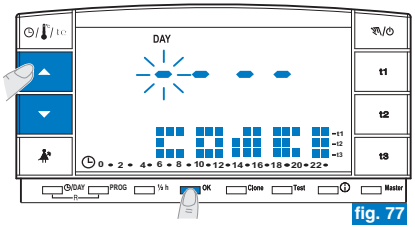
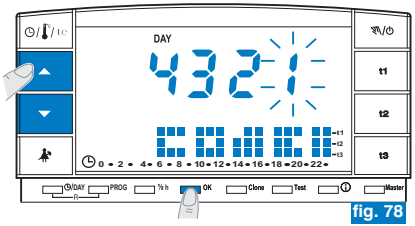

fig. 77
fig. 78
- En el pantalla aparecerá el mensaje **COdE II** y el primer guión a la izquierda parpadeará (fig.77); registrar la **nueva contraseña** con las teclas ▲▼ luego confirmar cada valor con la tecla **OK** (ejemplo fig. 78).
- Cuando en el pantalla aparezca el mensaje **COdE II** registrar los 4 guiones (**- - - -**) y confirmar cada "guión" con la tecla **OK** (fig. 77).